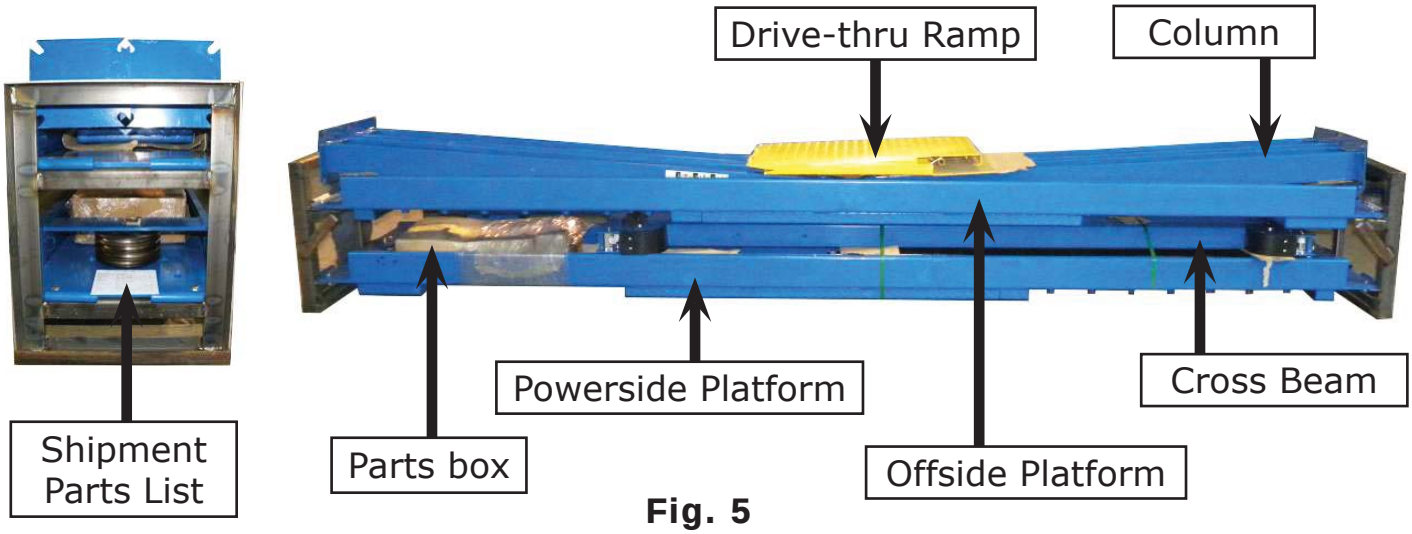

Fig. 5
2. Open the outer packing carefully **(See Fig. 5)**.